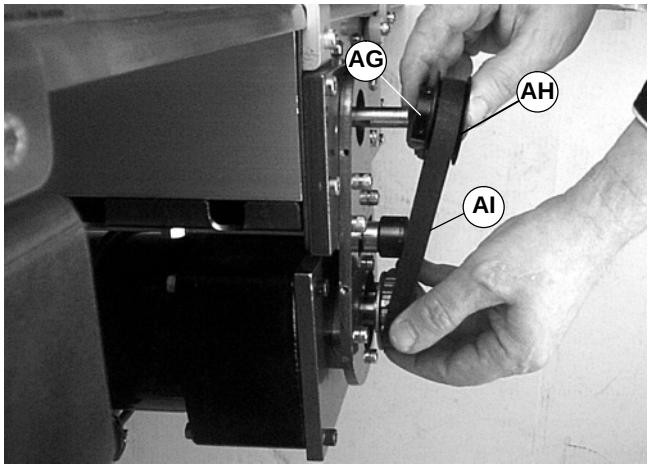

Abbildung 23
HINWEIS: Falls der Zahnriemen nicht über die Zahnscheibenflanke gleitet, die Madenschrauben der Abtriebszahnscheibe (AG siehe Abbildung 23) lösen, und Zahnscheibe (AH) samt Riemen abnehmen(AI).